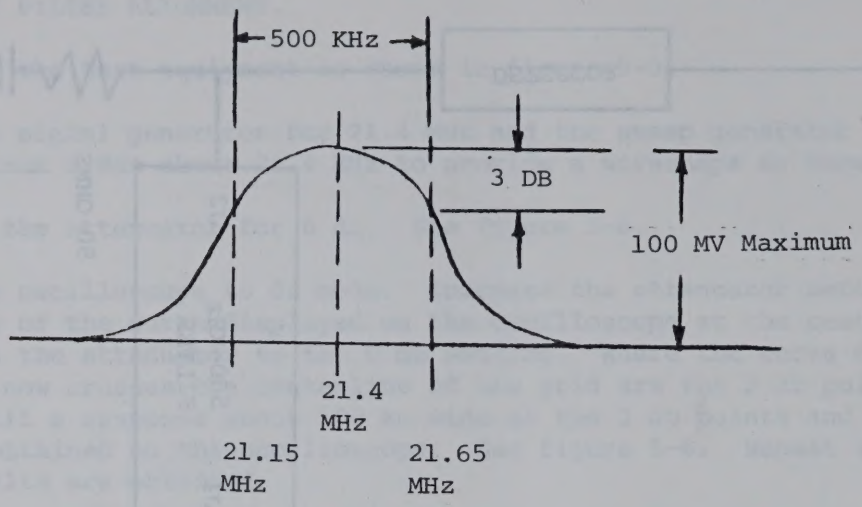

Figure 5-6. 500-KHz Filter Alignment Oscilloscope Waveform
c. Adjust the attenuator for 6 db. See figure 5-6.
d. Set the oscilloscope to dc mode. Increase the attenuator setting 3 db. Position the peak of the curve displayed on the oscilloscope at the center-line of the grid. Return the attenuator to the 6 db setting. Where the curve displayed on the oscilloscope now crosses the centerline of the grid are the 3 db points. Adjust C2 and C3 until a response about 500 kc wide at the 3 db points and centered at 21.4 MHz is obtained on the oscilloscope. See figure 5-6. Repeat adjustments until required results are obtained.